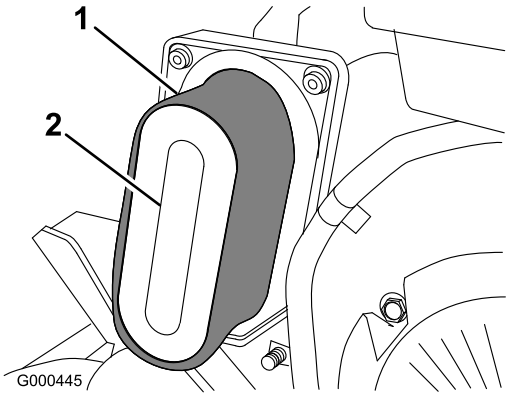

Figur 22
4. Ta bort skumplastinsatsen från pappersinsatsen om den är smutsig (Figur 22) och rengör den noga enligt följande: